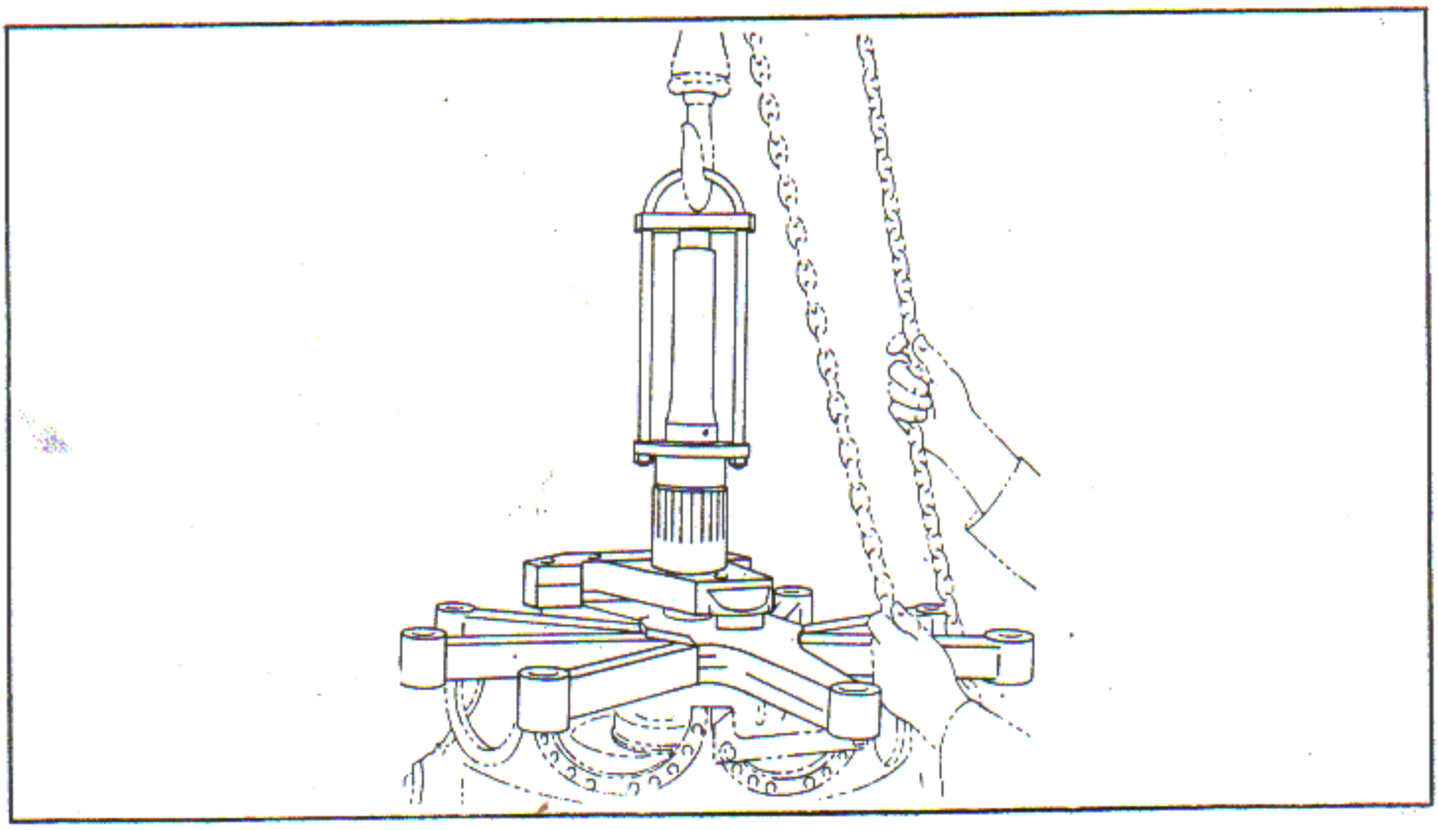

Figure 8-2. Lowering Crankshaft Assembly into Crankcase Rear Main Section
c. Lower the hoist on the master rod and raise the hoist on the crankshaft until the crankshaft front end is vertical. Remove the hoist eye from the master rod. Lower the crankshaft assembly into position in the crankcase rear main section with the master rod in No. 1 cylinder position. See figure 8-2.